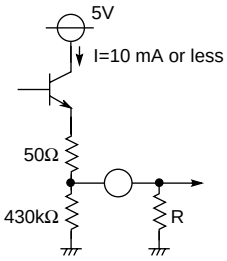

Fig. 2
5. The R, G and B output pins (pins ㉗, ㉚ and ㉟) are as shown in Figure 2. Pull-down resistance can be added to between GNDs according to the driving capability. However, set the R value to limit current I to 10 mA or less. In Figure 2, R is 500Ω or more.